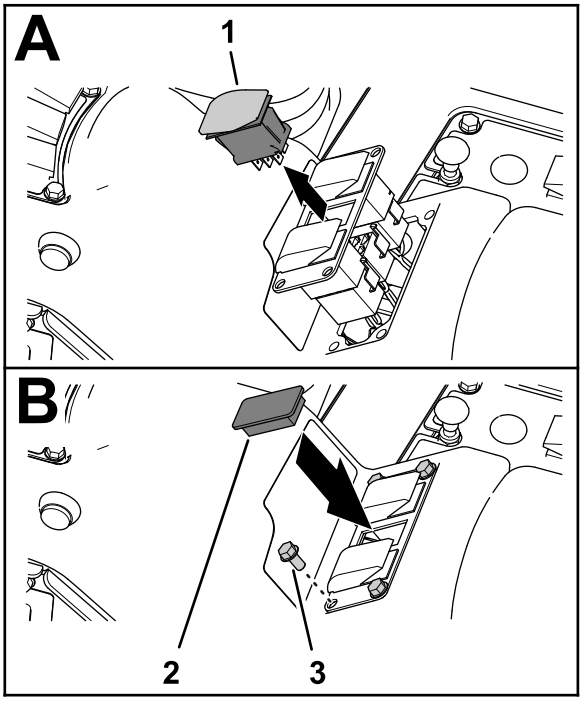

Figur 34
2. Klem låsetapperne på ratestyringskontakten af strømningshastighed sammen, og tryk op på kontakten ud af panelet med 3 kontakter (Figur 34).
5. Monter panelet med 3 kontakter på kontrolkonsollen (Figur 34) med de 4 flangehovedskruer (1/4 x 1/2 tomme), du fjernede i trin 1.